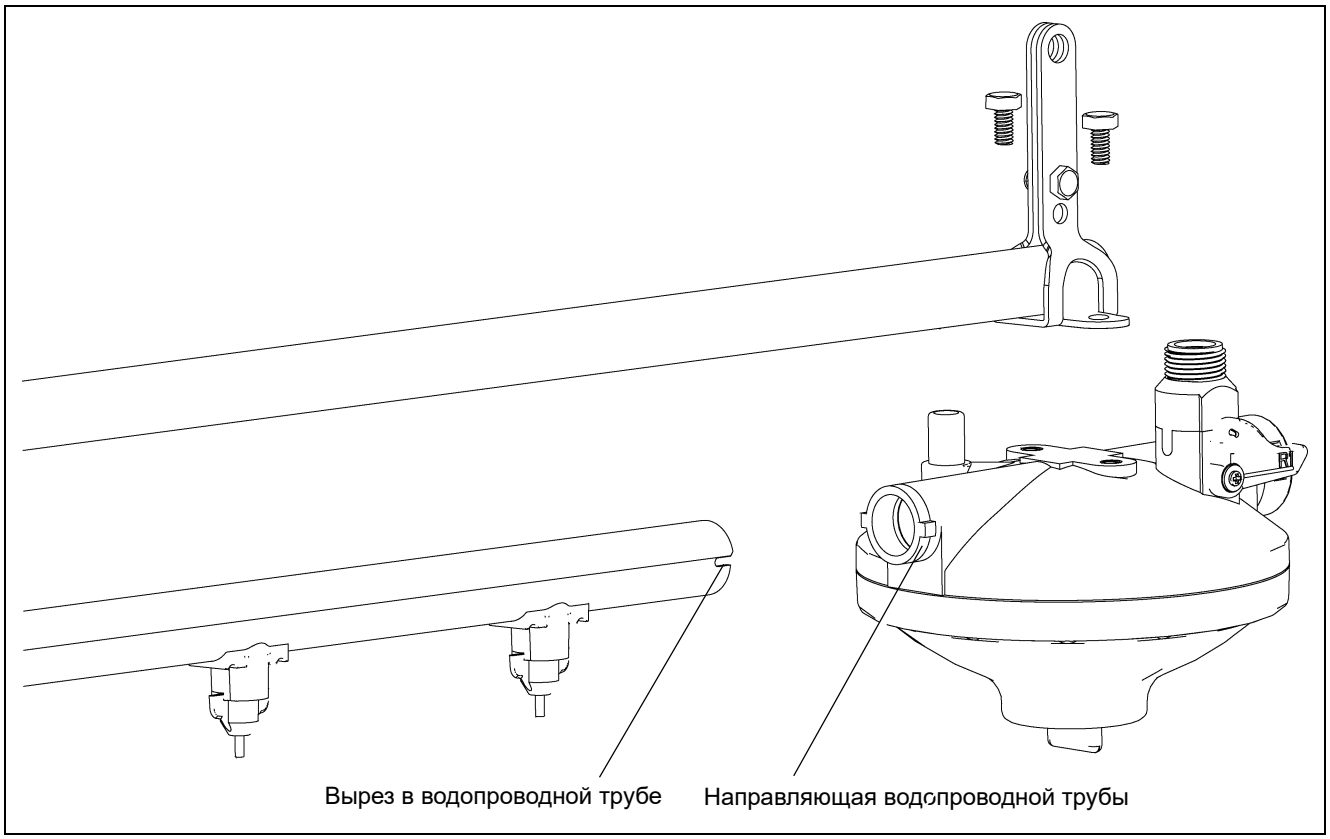

Рисунок 6E
1. Прикрепите регулятор к кронштейну с помощью двух (2) винтов (S-4611) длиной 1/2", входящих в комплект регулятора, как показано на *Рисунок 6E*.
2. Вставьте водопроводную трубу в регулятор и совместите вырезы в трубе с направляющими регулятора, как показано на *Рисунок 6E*. **ПРИМЕЧАНИЕ:** *Рекомендуется установить клапаны поилки на водопроводные трубы до начала монтажа системы на месте, чтобы не допустить попадания мусора в водопроводную систему.* (См. раздел "Клапан поилки" *на стр. 30*.)